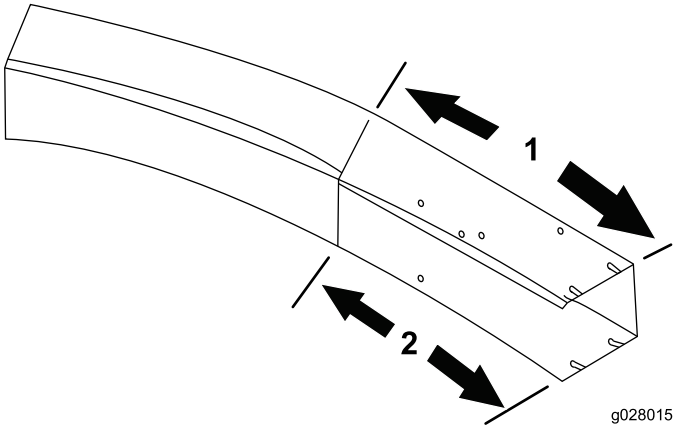

Figura 18
1. Utilizzando le dimensioni illustrate nella Figura 18, servitevi di un metro a nastro e contrassegnate la guida di scarico.